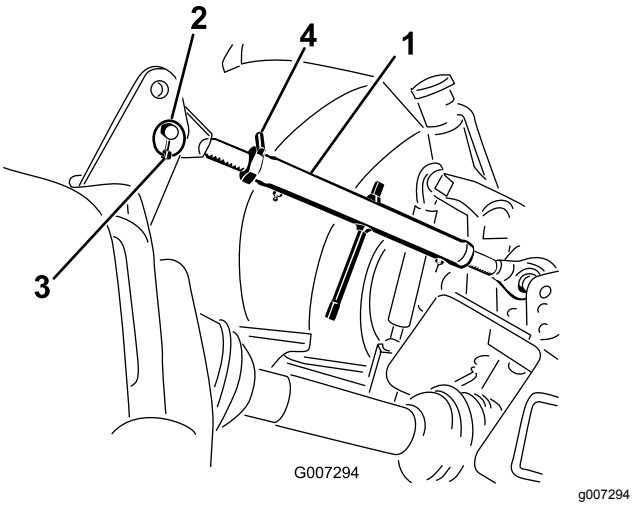

Figur 8
1. Koppla ihop den övre länken med det nedre hålet i fästet och fäst den med en kättingbult och hjulsprint (Figur 8).
3. Vrid den övre länken för att spänna den. Justera tills luftarens frontram är 90 grader från det horisontella läget (Figur 8).